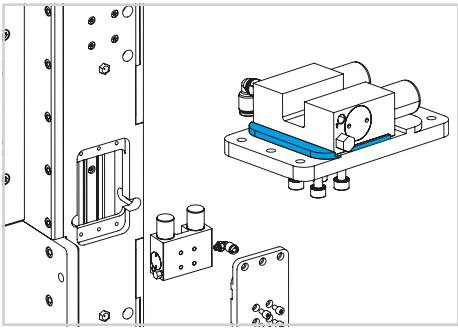

Fig. 23
2) Montez le bloqueur sur la plaque en veillant à la bonne orientation comme présenté sur l'illustration. Avant de serrer totalement les vis, poussez le bloqueur contre les faces de référence sur la plaque. Montez le raccord d'air sur le bloqueur comme sur l'illustration (voir la Fig. 23).